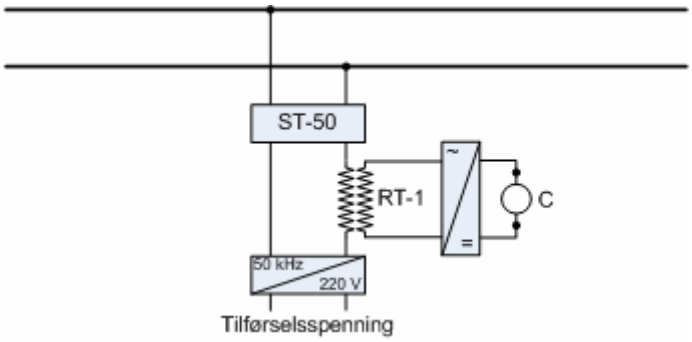

Figur 7.c.6 50 kHz sporfelt for rasvarslingsanlegg
a) 50 kHz sporfelt for rasvarslingsanlegg skal være utført i henhold til prinsippene vist i figur 7.c.6.